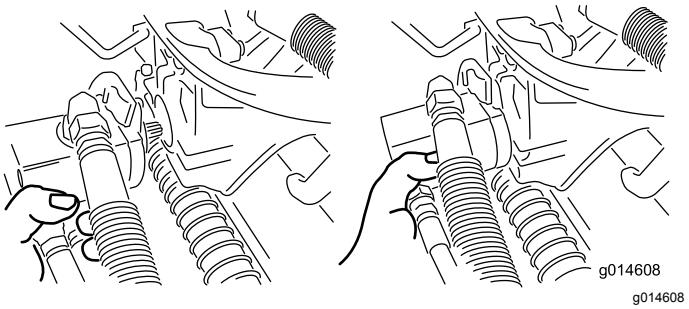

Rysunek 33
3. Umieść silnik w magazynku znajdującym się z przodu ramienia podwieszonego (Rysunek 33).